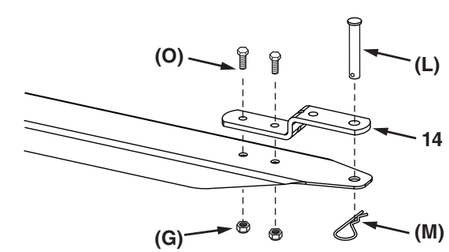

Figure 19
STEP 19 (SEE FIGURE 19): Attach the hitch bracket (14) to the draw bar tongue using two 5/16" x 3/4" hex bolts (O) and 5/16" nylock nuts (G). Install the hitch pin (L) through the holes in the hitch bracket (14) and the draw bar tongue and secure with a 1/8" hair cotter pin (M). Tighten hardware.